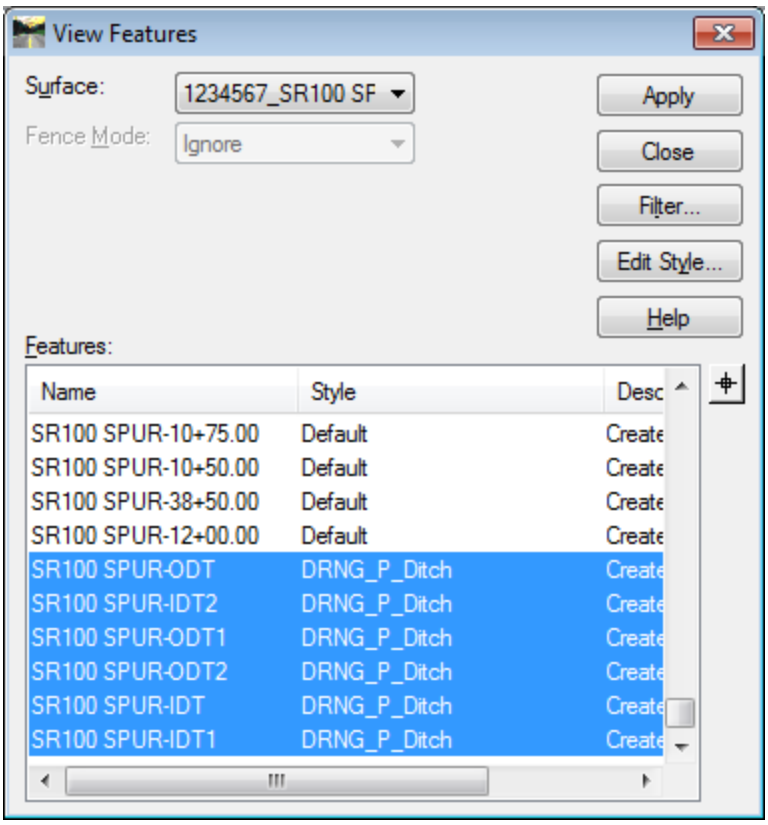

Figure L10-15 View Features
30.	**Select the Features Representing the Roadway Ditches.** • In the **View Features** dialog, click the **Style** column to organize the features by style. • In the **View Features** dialog, use the scroll bar to locate the Features with the Feature Style **DRNG_P_Ditch**. • Select all the Features with the Feature Style **DRNG_P_Ditch** by holding down the ***CTRL*** key on the keyboard and Left clicking on each of the Features. • Ensure the Six Features with the Feature Style **DRNG_P_Ditch** were selected as shown *Figure L10-15*.